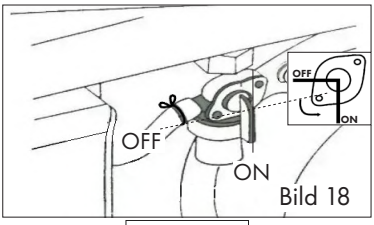

Bild 18
4. Öppna bränslekranen, se bild 18.
5. Sätt på/av-omkopplaren (1) i läge ON.